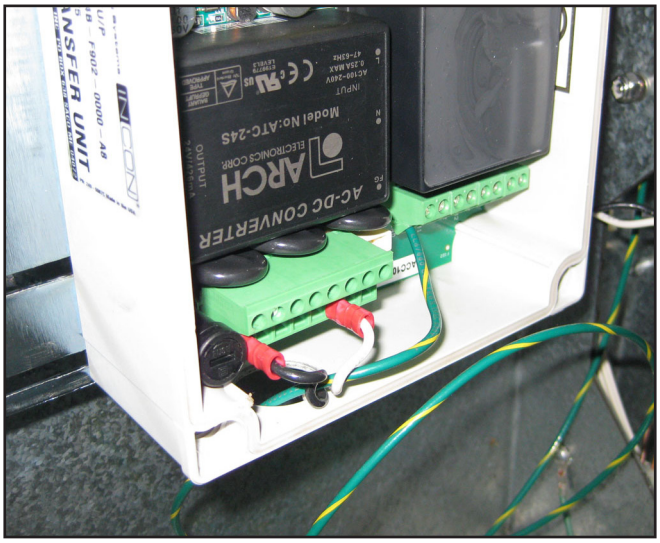

Figure 4: Attach Power Wiring
6. Find power harness kit part number 600-0165. Find the Wayne power harness as shown in Figure 4 of the Parts List. Remove tie-wraps and uncoil.